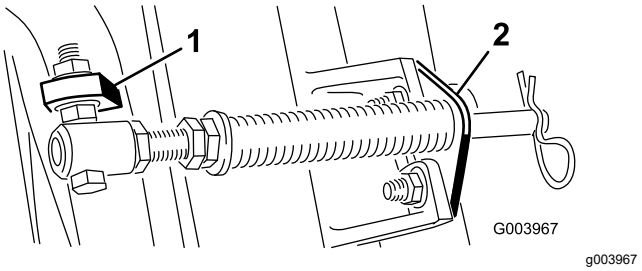
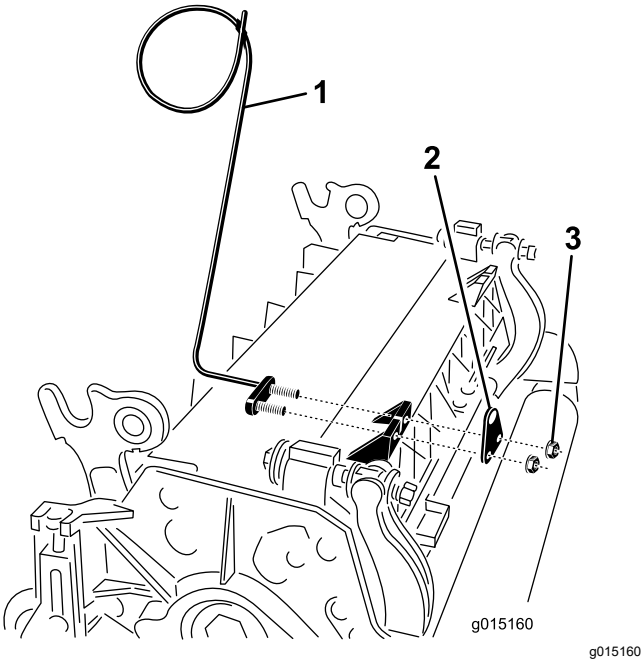

Figur 11
Figur 13
Bemærk: Placer boltens hoved på tappens udvendige side som vist i Figur 11.
E. Monter stangbeslaget på klippeenhedens tapper med bræddebolte og møtrikker (Figur 11). Monter derudover den venstre slangeholder foran på klippeenhedens tapper, når stangbeslaget monteres igen (Figur 13).